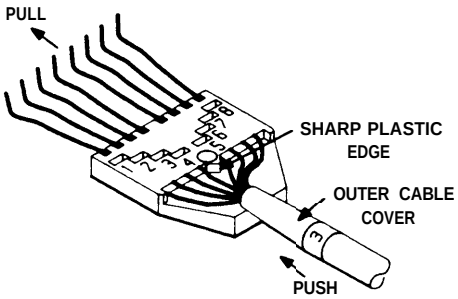

Figure 3
5. When you have all eight wires in their correctly numbered holes, ***push*** and ***pull*** on them so that the outer cable cover is close to the sharp plastic edge as shown in Figure 3.